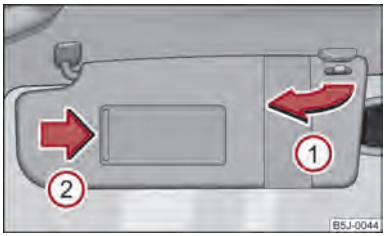

Fig. 31 Aletta parasole: posizione abbassata
Le alette parasole del conducente e del passeggero anteriore si possono staccare dai relativi supporti e ruotare verso la porta nel senso indicato dalla freccia ① ⇒ fig. 31.